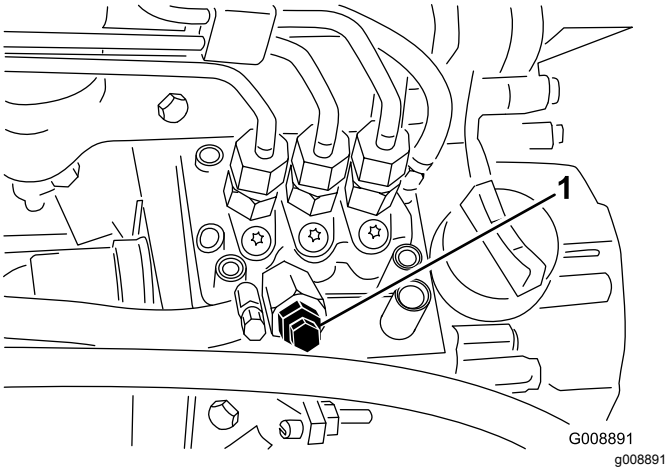

Rysunek 42
4. Odkręć śrubę odpowietrzania na pompie wtryskowej paliwa (Rysunek 42).